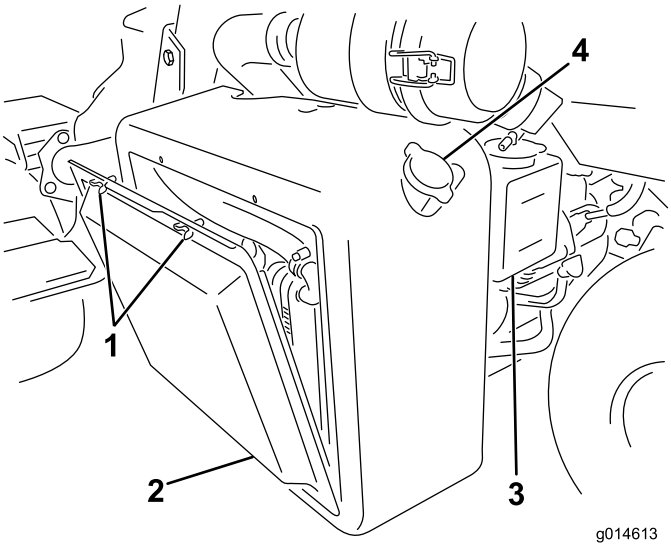

Figur 54
1. Afmonter kølergitteret (Figur 54).